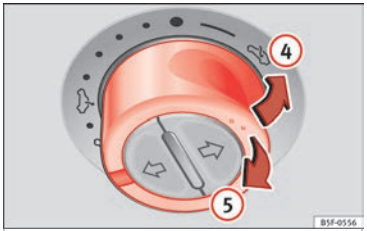

Fig. 14 On the interior roof lining: press the button and pull on it to raise and lower the sunroof.
- To tilt open: Push the switch to position ››› **Fig. 14** (4). For an intermediate position, hold down the switch until you reach the desired position.
- Lowering: Pull the switch to position ››› **Fig. 14** (5). For an intermediate position, hold down the switch until you reach the desired position.